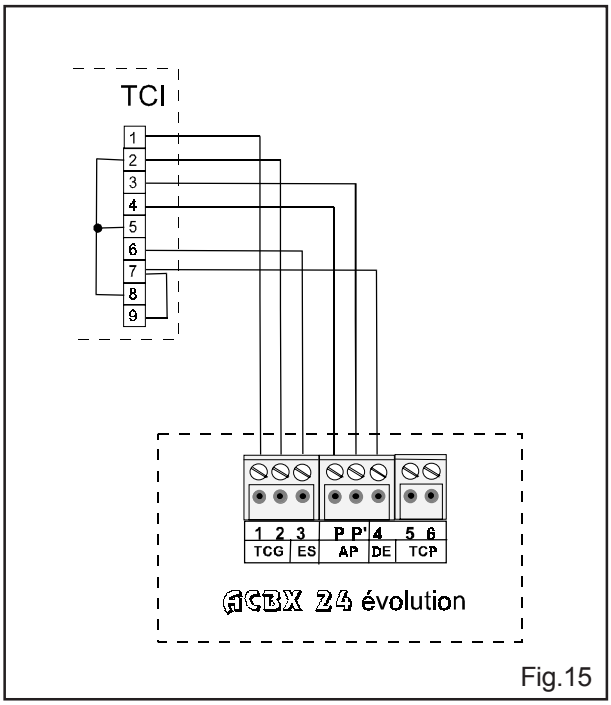

Fig.15
- Exemple de raccordement d'une télécommande impulsionnelle TCI mise en/hors service totale -(code 10209) fig.15.